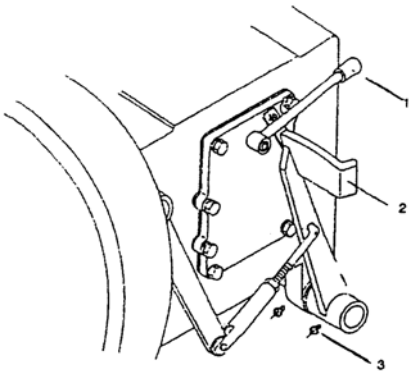

Рис. 2-8 Передний привод рулевого управления
Рычаг, находящийся в нижней левой части сиденья, управляет передним приводом трактора (1) (рис. 2-8) . Поднимите рычаг вверх, движущая сила входит в привод, нажмите вниз (1) – прекращение движущей силы в передний привод. Особое внимание: перед операцией с рычагом, Вы должны сначала нажимать педаль сцепления (2), чтобы сцепление полностью отделена, тогда поднимите или нажмите рычаг (1).
(1) В ежедневном использовании, постоянно очистить пыль и грязь наружных аккумляторов, а также обеспечивать хороший контакт столба полюса с наконечником провода.
(2) Всегда обеспечите хорошую проходимость вентияционных отверстий на крышке аккумулятора, чтобы избежать повреждения аккумулятора из-за чрезмерного накопления воздуха внутри аккумулятора.
(3) Почаще осмотреть уровень электролита (см. рис. 2-8), его высота в измерительная трубе должна быть содержать в 10-15мм, если не достигается ,то добавляется дистиллированную воду. При неожиданном переливании электролита, только разрешается добавить такой электролит, приготовленный по требованию к местной температуре.
(4) Обеспечивать генератор и регулятор содержать в исправном технологическом положении, и своевременно добавить расходуемыу электроэнергию аккумлятора.
(5) Острого запретить проверять состояние хранения электроэнергии методом короткого замыкания, во избежании нарушении аккумлятора.
(6) Аккумулятор постоянно держится в положении достаточной электроэнергии.
(7) Нельзя многократно использовать гудок. Запуск произведен по указанию, чтобы продлить сорок пользования аккумлятора